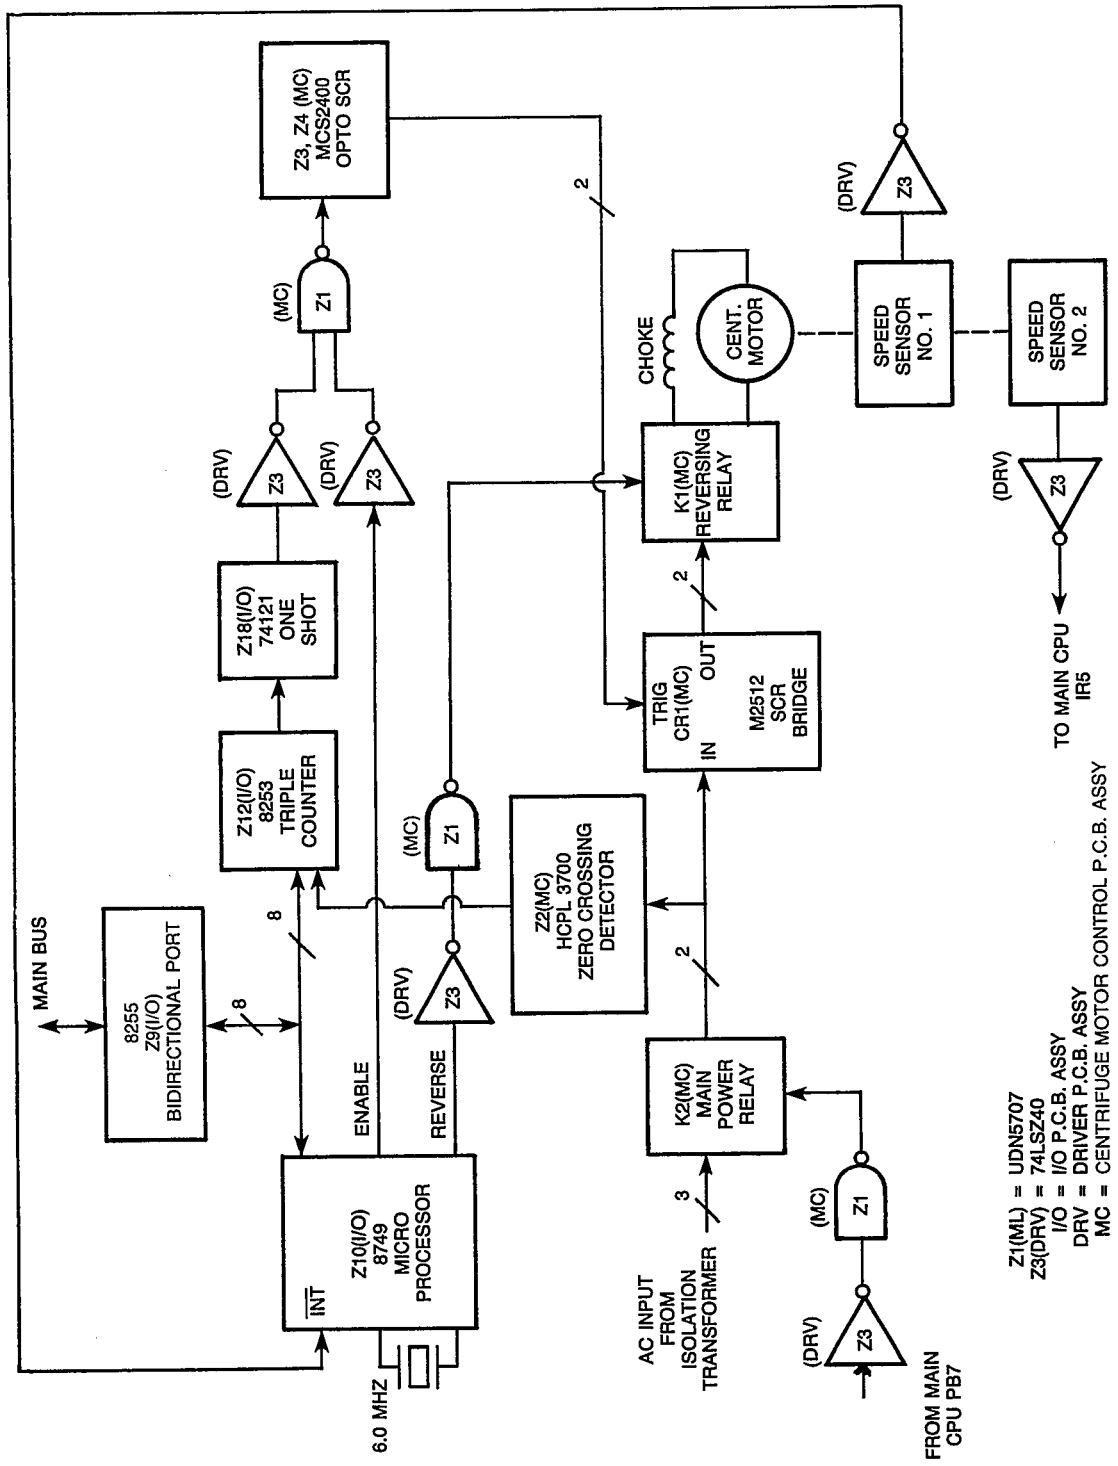
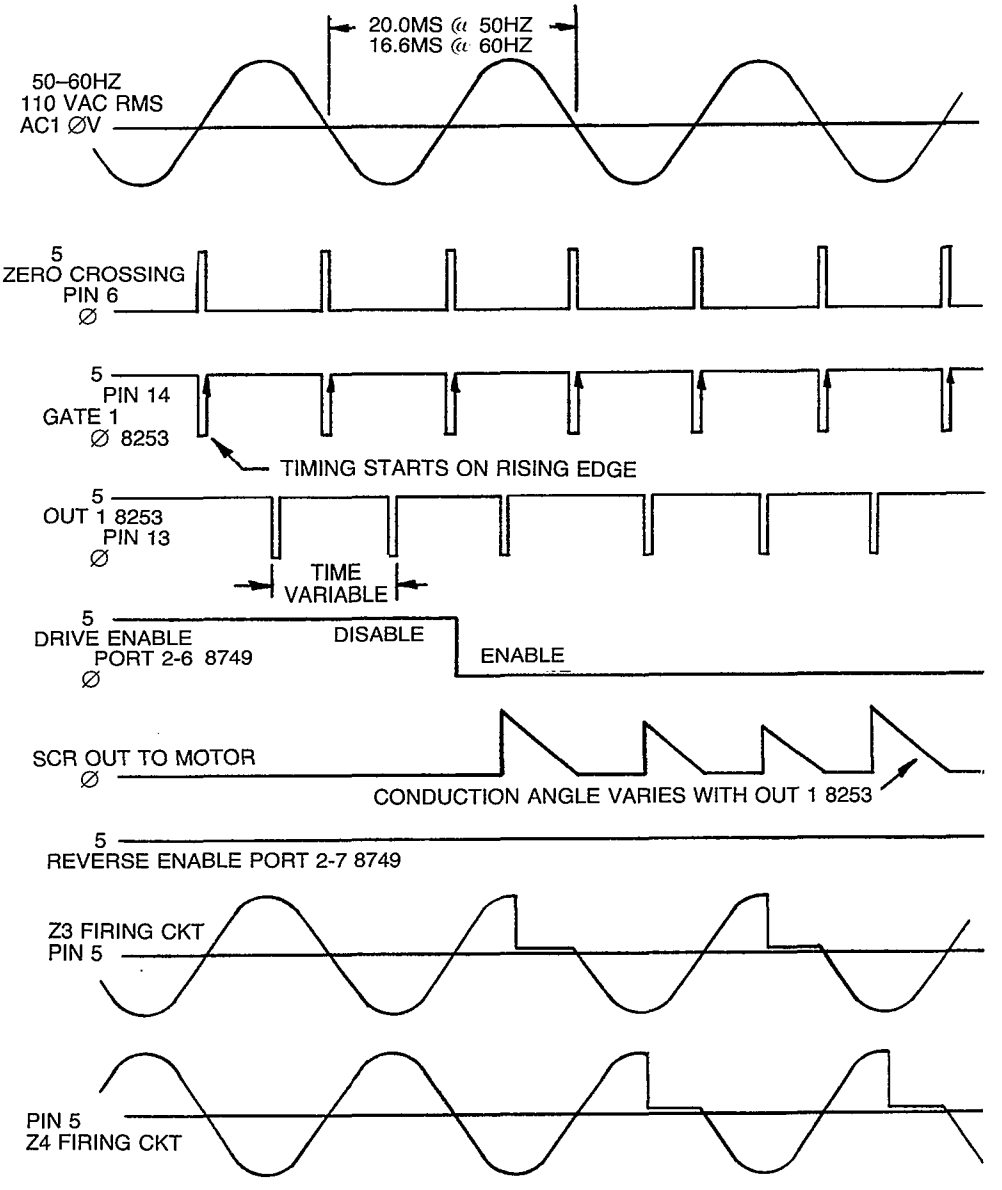

Figure 2-36, Centrifuge motor control block diagram
Figure 2-37, Timing diagram SCR firing run mode
2.5.4.8 Centrifuge motor control. The Cell Saver 4's centrifuge is driven by a high speed DC motor. The control for this motor is accomplished by utilizing Hall effect sensors on the centrifuge spindle, a single chip microcontroller, and a high power SCR bridge. (See Figure 2-36 for a system block diagram). Two speed sensors on the centrifuge spindles feed signals to the main CPU (8085) and motor control CPU (8749). The 8085 monitors the speed using its speed sensor and can open the main control relay and remove power to the motor if it senses an overspeed condition. The 8749 uses its speed sensor to set the firing angle of a power SCR bridge which allows operation at the desired speeds. Braking of the centrifuge is accomplished by reversing the polarity of the voltage applied to the motor. All control commands such as speed and braking are sent from the main CPU to the motor CPU which replies with status conditions. Because all functions are digital and based on division of a high speed crystal driven clock, extremely accurate speed control is accomplished without any system calibration or adjustment. See Figures 2-37 through 2-40.